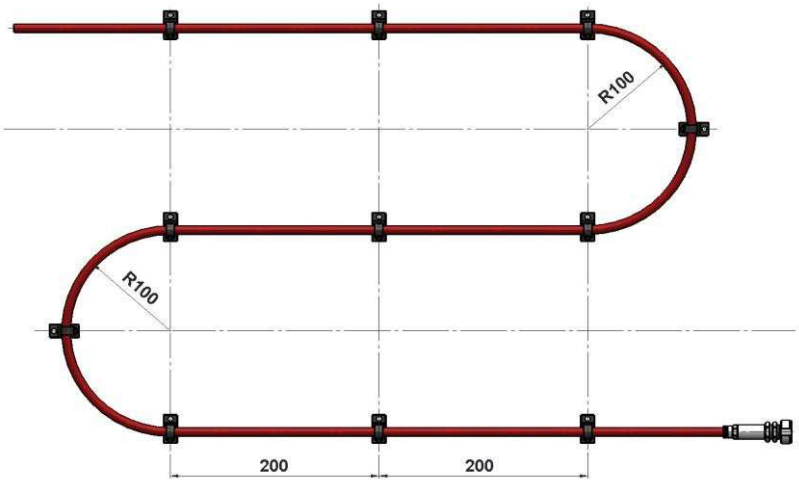

Figura 1: instalación de un tubo de detección 4x6
- El radio de doblado mínimo es de 100mm, ver figura 1.